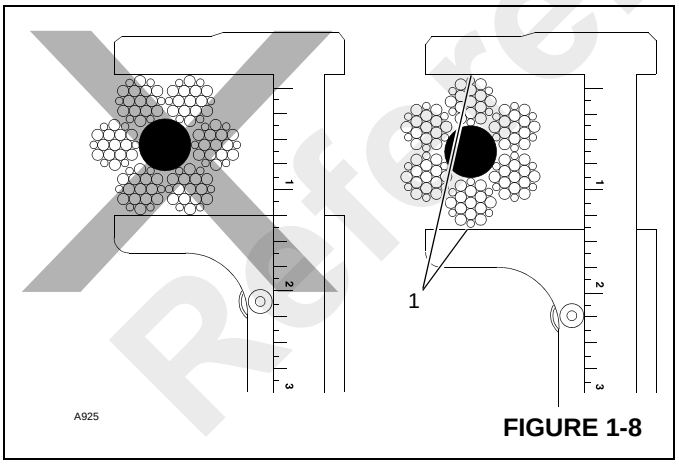

FIGURE 1-8
12. Measure the rope's diameter across crowns (1) of the strands when determining if rope has become damaged (Figure 1-8).